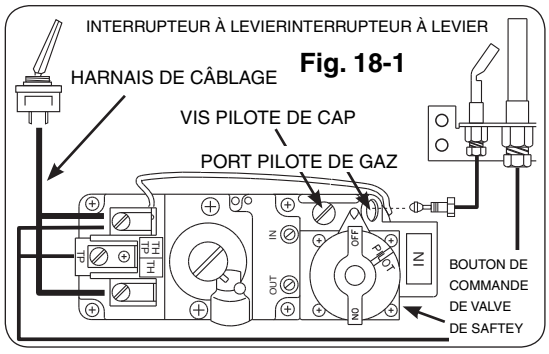

Fig. 18-1
Pour lire le bouton de commande de soupape de sûreté (Fig. 18-1) lisez l'indicateur formé par larme la plus proche en métal d'inscription.
2. Si l'ajustement est nécessaire, (Fig. 18-1) tournez la vis d'approche de gaz dans le sens contraire des aiguilles d'une montre pour augmenter la flamme pilote, ou pour diminuer dans le sens des aiguilles d'une montre la flamme pilote.